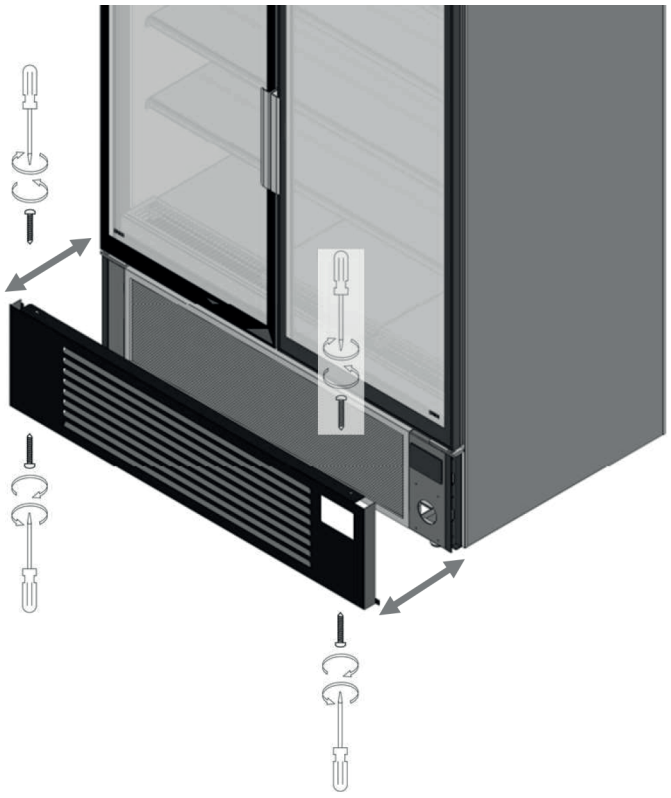

fig. 21
- Pour accéder aux parties internes de l'équipement et effectuer un nettoyage adéquat, il est possible d'enlever la couverture avant en retirant les vis de fixation situées sur la partie supérieure et inférieure de la couverture (fig. 21).